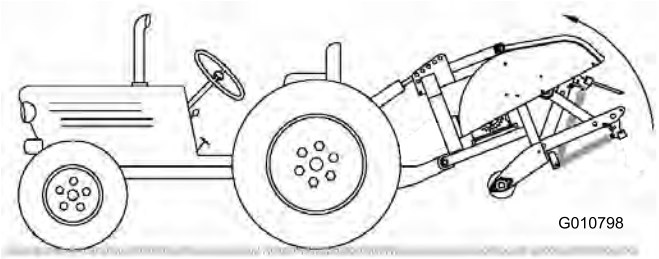

Figur 9
2. Hæv dybdelufteren helt, og træk topforbindelsescylinderen eller den øverste forbindelse helt tilbage (Figur 9).